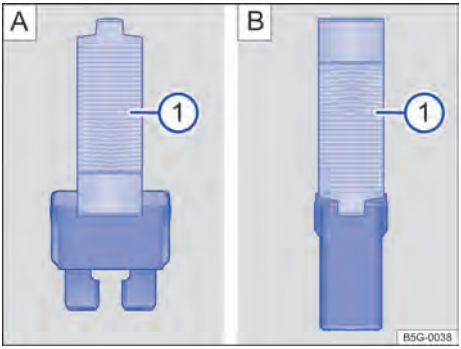

Fig. 178 Retirar o colocar el fusible con la pinza de plástico: A fusible plano, B: fusible de bloqueo.
- De ser necesario, retirar la pinza de plástico → fig. 178 ① de la cubierta de la caja de fusibles.
- De acuerdo con la versión del fusible, colocar las garras adecuadas del alicate plástico → fig. 178 A ① o → fig. 178 B ① de forma lateral en el fusible.